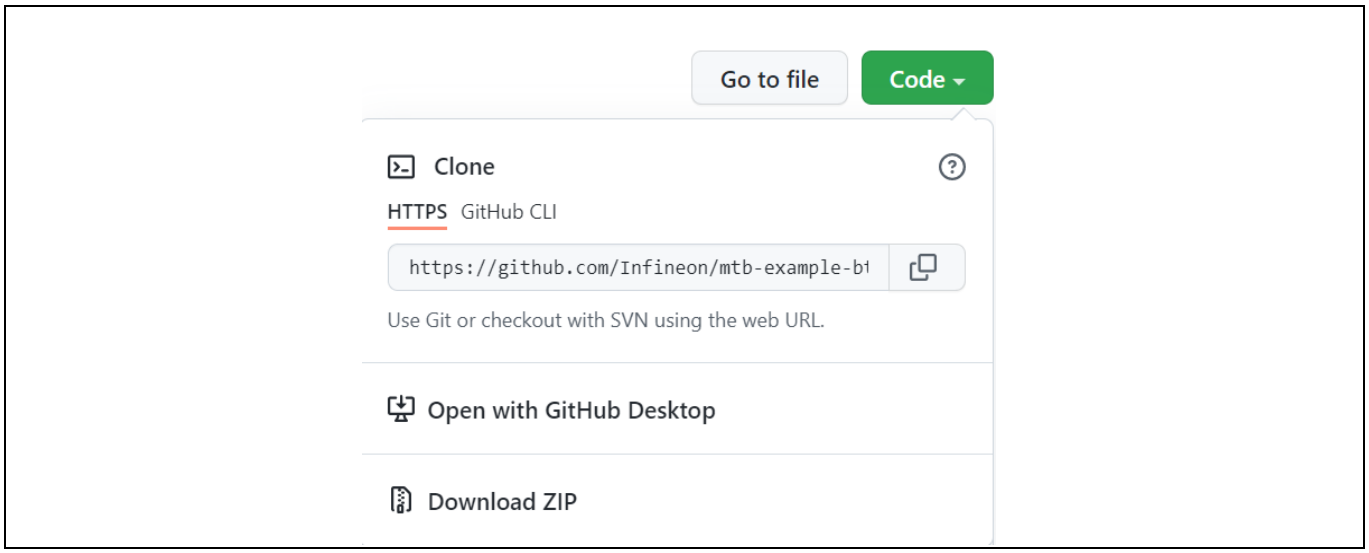

Figure 9 GitHub からサンプルコードリポジトリをダウンロード
1. **Figure 9** に示すように、**mtb-example-btsdk-ble-findme** に移動し、Clone or download オプションを使用して、サンプルコードリポジトリを zip ファイルとしてダウンロードしてください。ダウンロードしたファイルをハードドライブ上の場所に解凍してください。このアプローチは、Git バージョン管理システムに慣れていない場合に役立ちます。